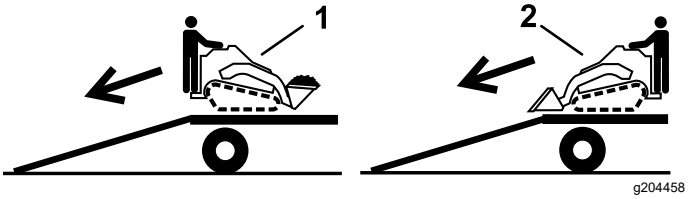

**Figur 30**
2. Lasta av maskinen från släpet med den tunga änden riktad uppför rampen och håll lasten nära marken (Figur 30).